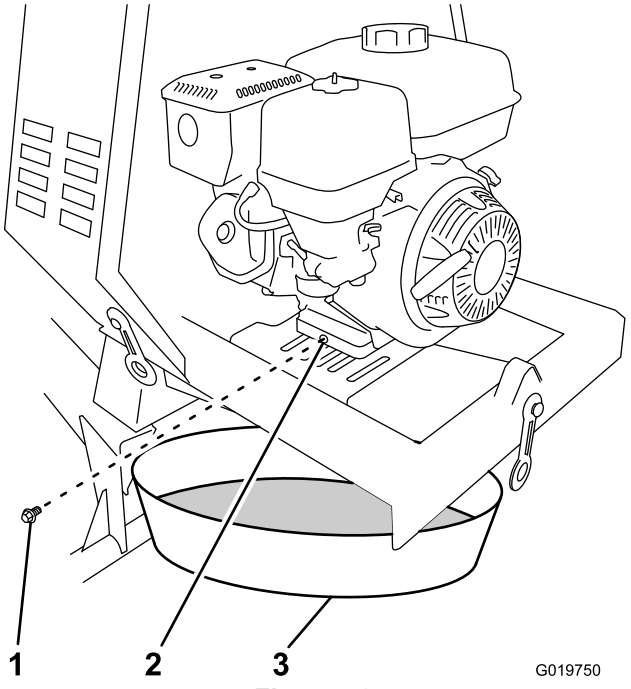

Figure 53
3. Placez un bac de vidange sous l'orifice de vidange d'huile du moteur (Figure 53).
4. Retirez le bouchon de vidange et laissez l'huile s'écouler dans le bac de vidange (Figure 53).
5. Lorsque la vidange d'huile est terminée, remettez le bouchon de vidange en place avec une rondelle neuve (Figure 53).